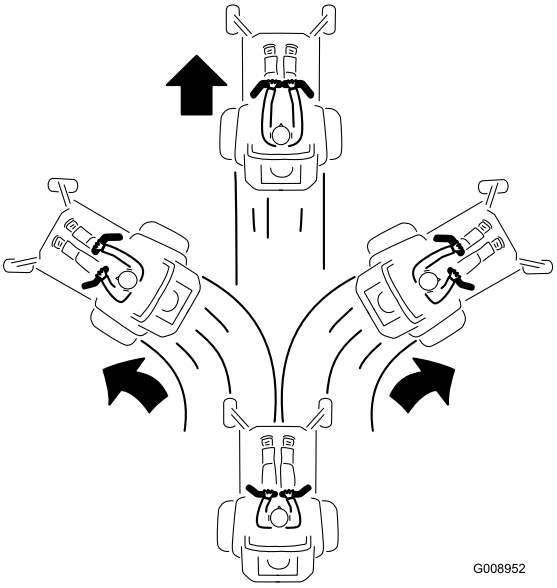

Figura 25
2. Para andar para frente empurre as alavancas de controlo do movimento lentamente para a frente (Figura 25).